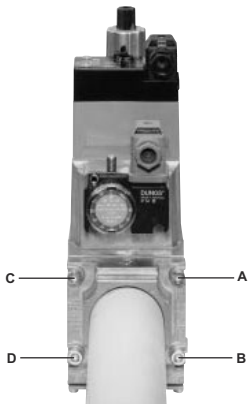
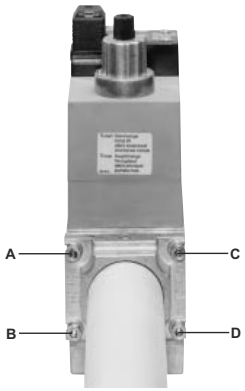

Рис. 2
Рис. 3
1.Расслабить винты A и B, но **не снимать** их (Рис. 2 и Рис. 3)
2. Отвинтить винты C и D (Рис. 2 и Рис. 3)